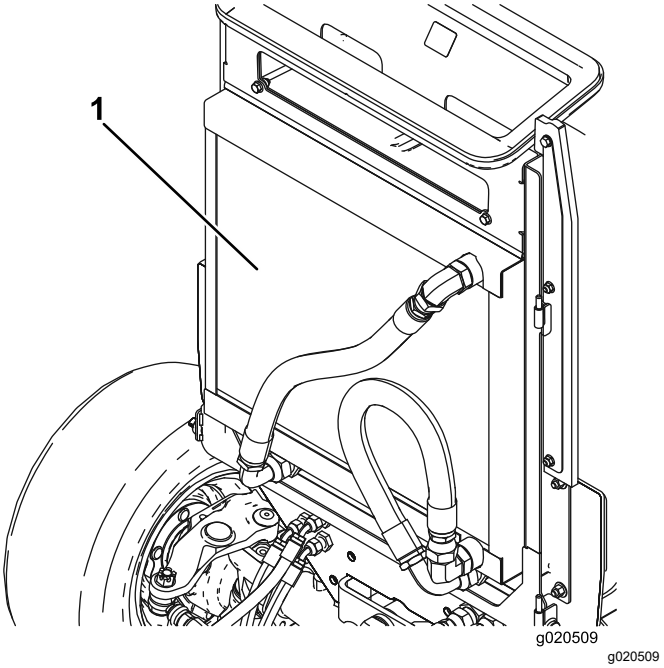

Figuur 118
5. Reinig beide zijden van de oliekoeler en de radiateur grondig met perslucht (Figuur 118).